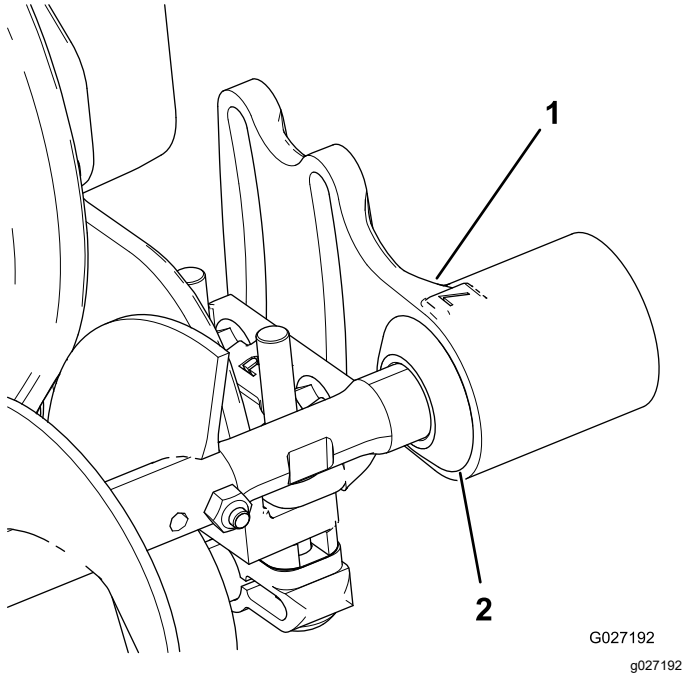

Figur 11
1. Skub hver pakning udad, indtil kanttætningerne er i let kontakt med hvert lejehus (Figur 11).